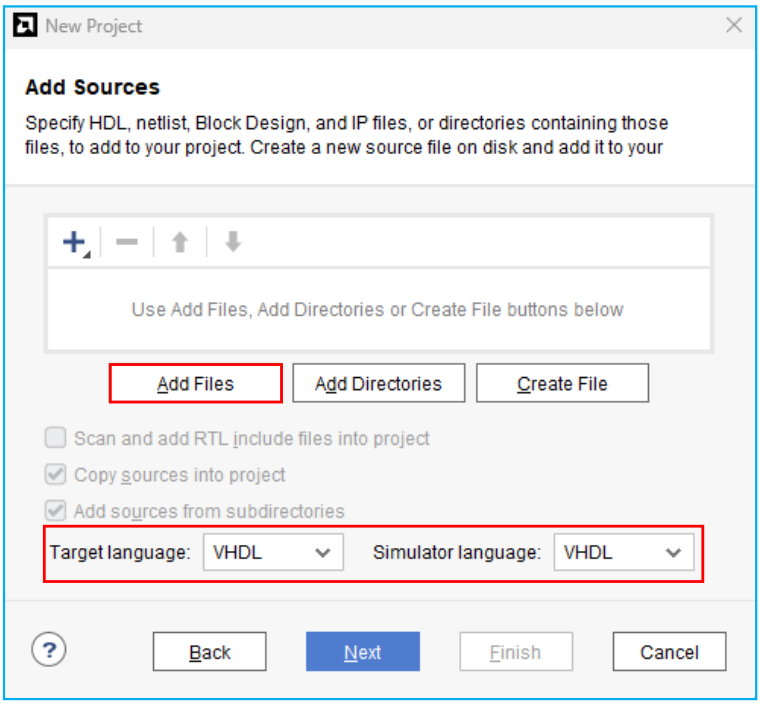

Fig.3. Ventana `Add Sources`, aquí se añaden los archivos RTL del proyecto en lenguaje de descripción hardware, VHDL en este caso.
6. En la ventana `Add Sources` se debe seleccionar la opción `VHDL` en los campos `Tarjet language` y `Simulator language`. Una vez hecho esto pulsar sobre `Add Files` (Fig.3).